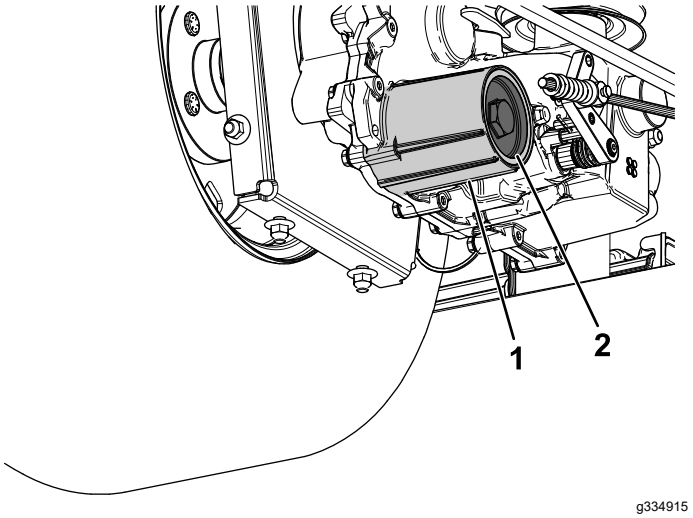

Bild 69
7. Entfernen Sie den Deckel des Hydraulikölfilters am Getriebe, um das Hydrauliköl abzulassen (Bild 69).